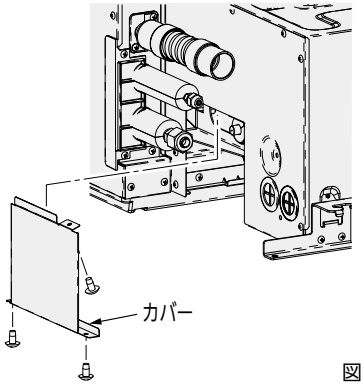

図 11
- 側面のカバーをはずしてください。作業スペースを確保できます。（図 11）